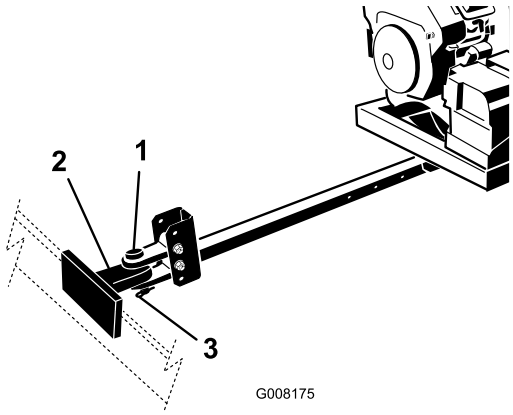

Figur 8
4. Koble blåserens koblingssjakkel til tauekjøretøyets kobling med festetappen og sjakkelen (Figur 8).